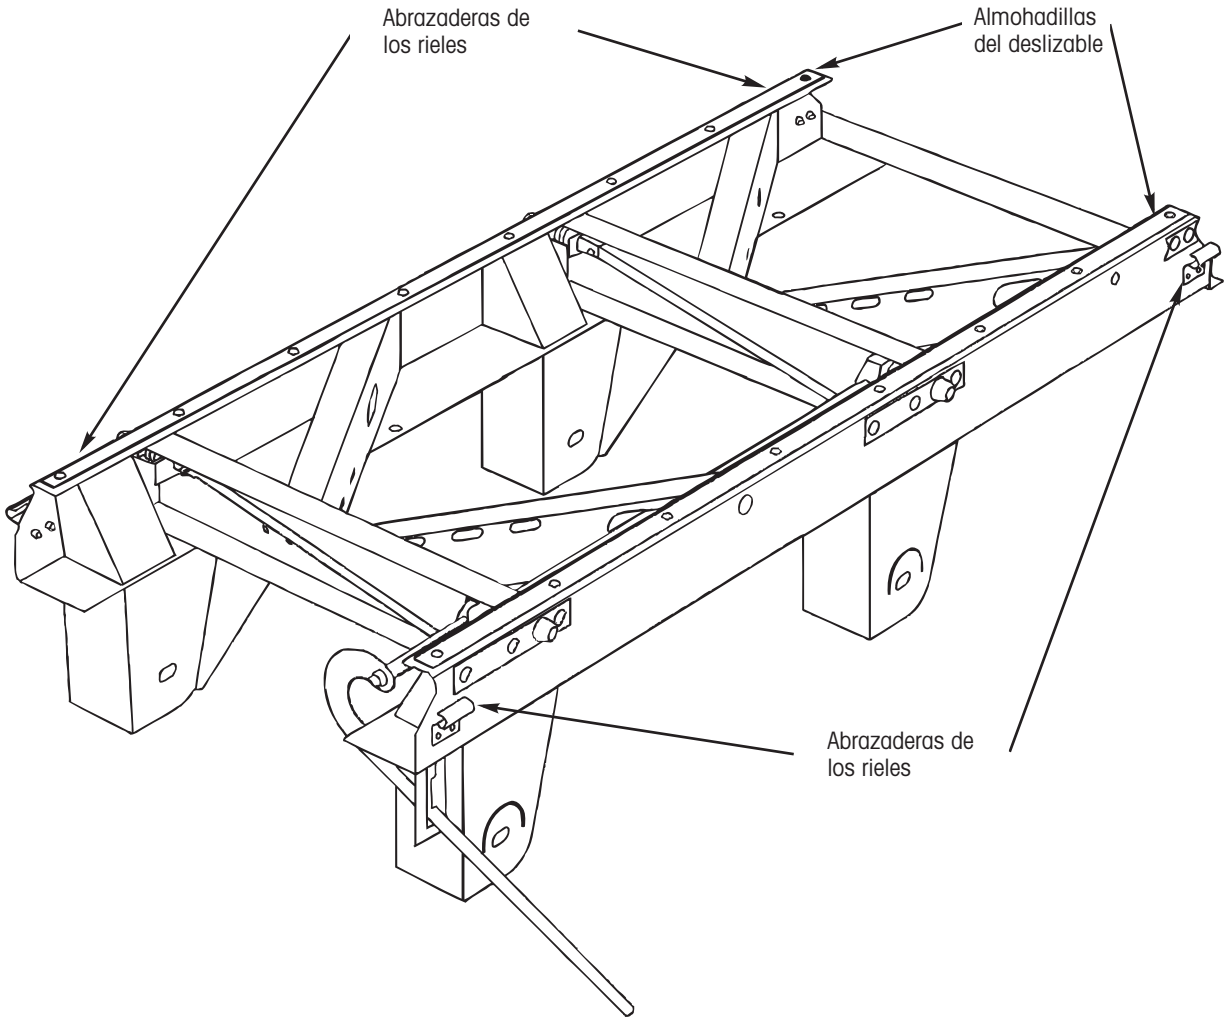

Figura 75. Abrazaderas de los rieles
1. Usando una llave española o un rack y su dado, afloje toda la tornillería (ocho) que sujetan las cuatro abrazaderas de los rieles (Figura 75).
3. Inspeccione la condición de las almohadillas del cuadro deslizable (Figura 75). Para obtener un desempeño optimo de deslizamiento, es importante que la cabeza de los tornillos de las almohadillas del deslizable sean localizadas por debajo de la superficie superior de la almohadilla.